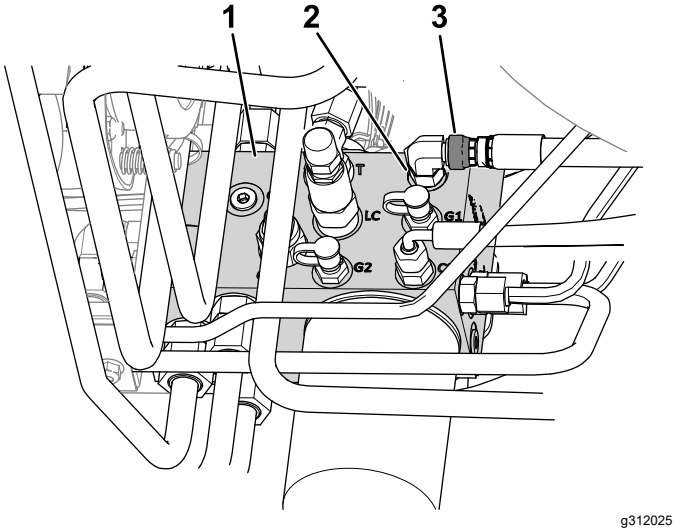

**Bild 9**
B. Lösen Sie die Schlauchüberwurfmutter, die den Anschluss C1 am Hydraulikverteiler befestigt (Bild 9).
E. Ziehen Sie die Schlauchüberwurfmutter am Anschluss C1 (Bild 9) auf ein Drehmoment von 41 N·m anziehen.